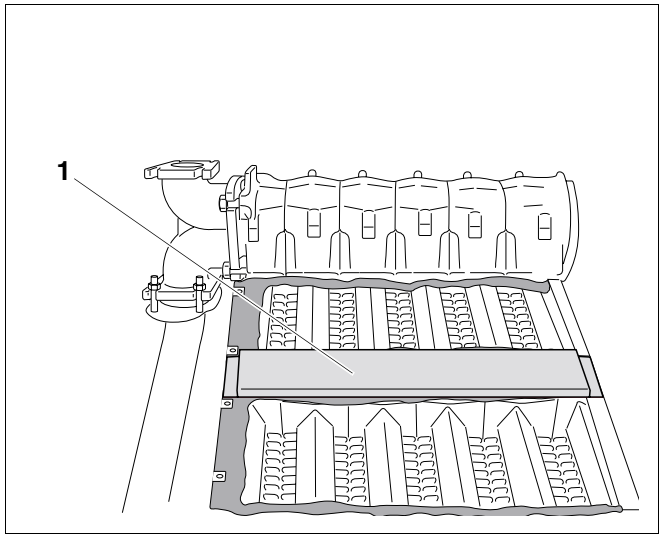

Afb. 34 Middendeel aanbrengen
- Plaats het middendeel (afb. 34, **pos. 1**) gelijk met de voorkant van de verwarmingsketel.
- Positioneer het middendeel (afb. 34, **pos. 1**) en schroef het vooraan vast met een schroef met vlakke kop 3,9 x 9,5.